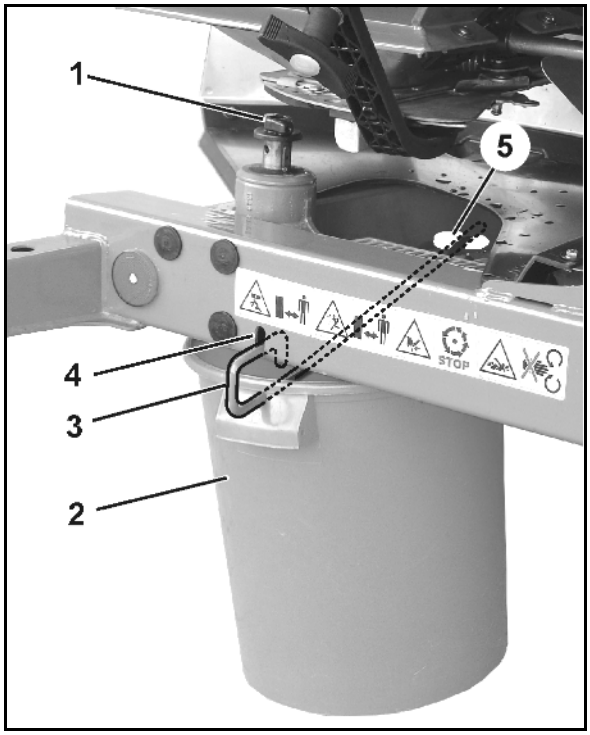

**Rys. 63**
2.1 Wykręcić śrubę motylkową (Rys. 63/1) mocującą tarczę rozsiewającą i ściągnąć tarczę rozsiewającą z wałka przekładni.
3. Naczynie pomiarowe (Rys. 63/2) zawiesić na kabłąku (Rys. 63/3) w wycięciach (Rys. 63/4 i Rys. 63/5) ramy.